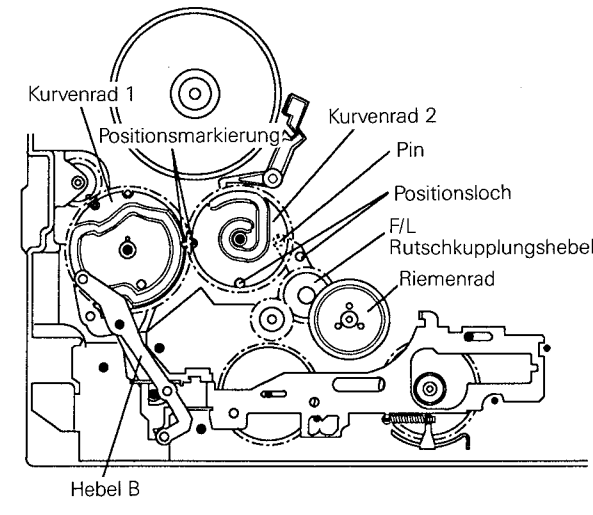

Abb. 2-15-3 F0D041
F. Den Hebel B so einsetzen das der Führungspin des Führungshebels sich in der Kurve des Kurvenrades 1 befindet. (Siehe Abb. 2-15-3). Den Hebel mit den Klemmringen sichers. Das Positionsloch des Hebels für die F/L Führungsrolle mit dem Positionsloch im Chassis in Übereinstimmung bringen. (Siehe Abb. 2-15-3)
H. Die Markierung von Kurvenrad 1 und Kurvenrad 2 nebeneinanderstellen und das Positionsloch von Kurvenrad 2 über das Positionsloch des Chassis stellen. Das Kurvenrad 2 einbauen. (Siehe Abb. 2-15-3)